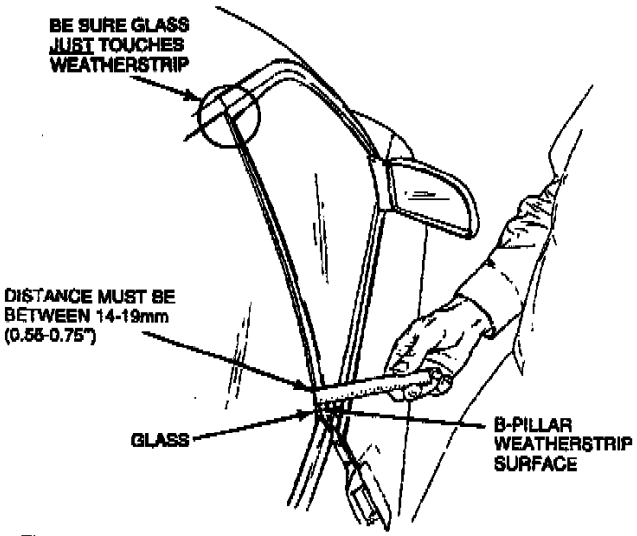

Figure 9 TB-2963-B
a. With the door glass in the full up position, close the door until the top rear corner of the glass lightly touches the weatherstrip (Figure 9).
b. Measure the distance between the B-pillar weatherstrip surface and the outside of the glass (Figure 9). This distance must be between 14-19 mm (0.55-0.75").